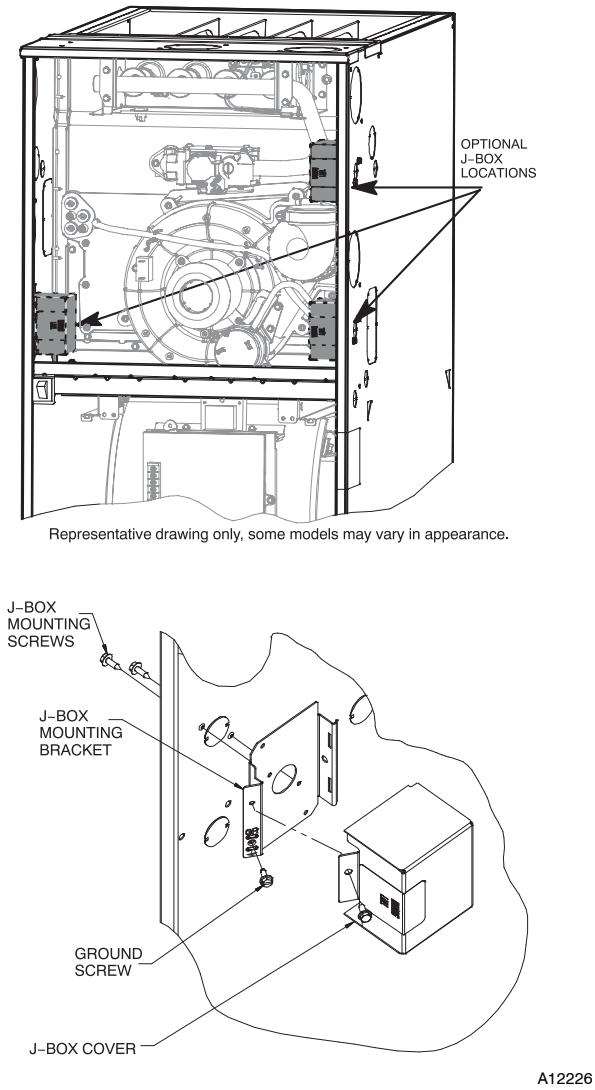

Fig. 33 - Installing J-Box (When Used)
6. Connect field ground wire and factory ground wire to green ground screw on J-Box mounting bracket as shown in **Fig. 33**.
5. Connect field ground wire and factory ground wire to green ground screw on J-Box mounting bracket as shown in **Fig. 33**.
4. Connect field ground wire and factory ground wire to green ground screw on J-Box mounting bracket as shown in **Fig. 33**.